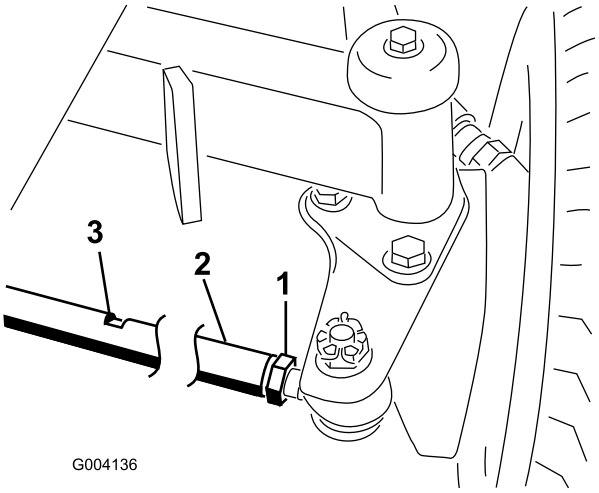

Figur 61
2. Løsne låsemutteren på begge ender av parallellstaget (Figur 61).